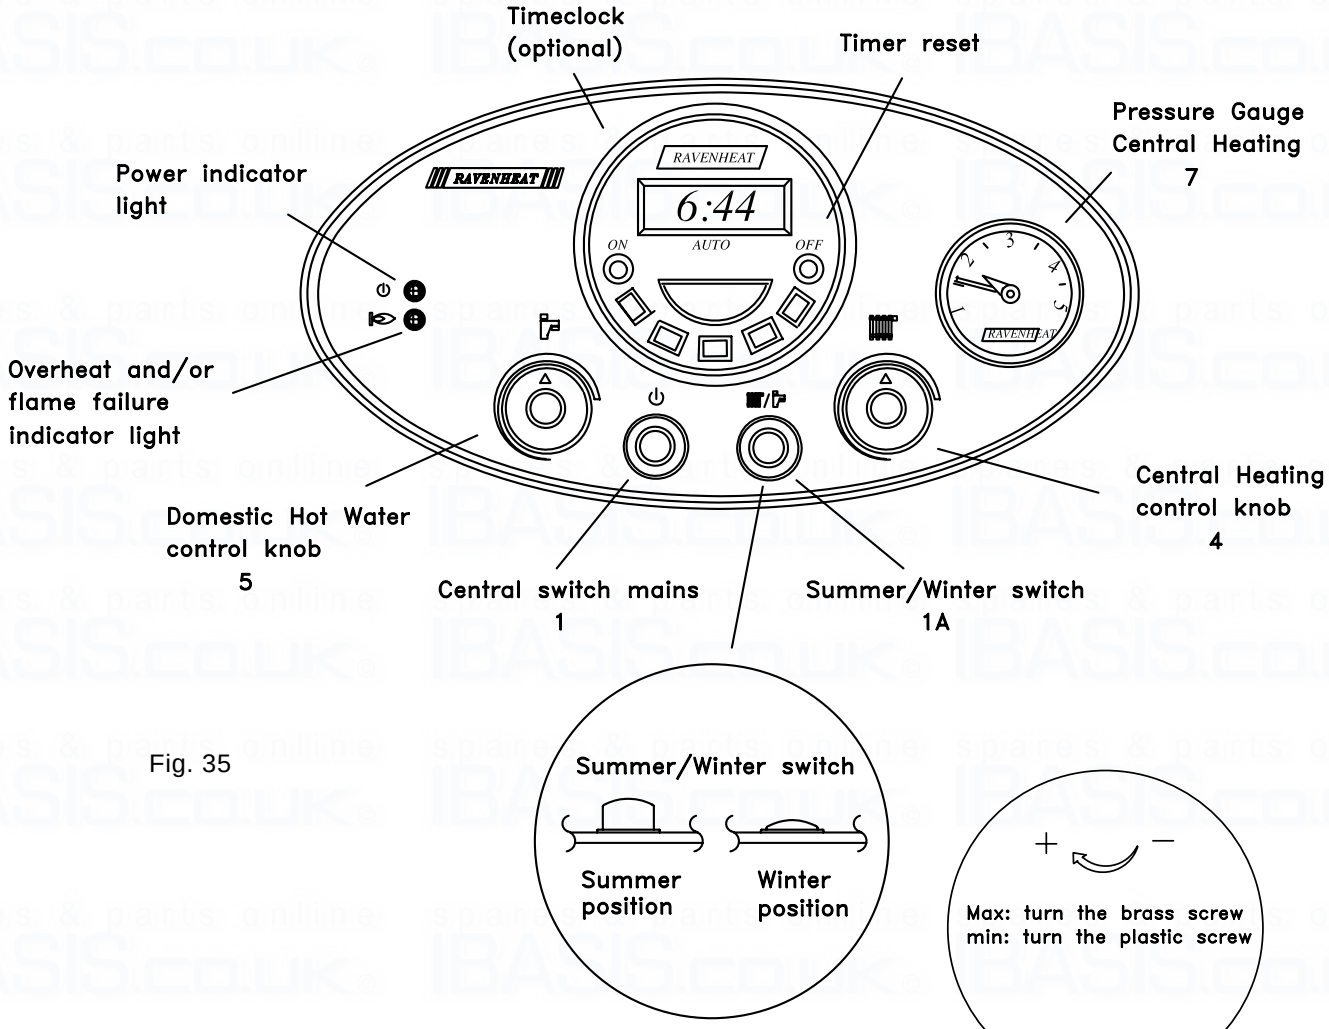

Fig. 35
- Turn main switch (fig. 35 item 1A) to winter.
- Turn off main switch 1 (fig. 35)
- Select summer/winter switch in winter position (Fig. 35).
- Turn CH control knob to maximum setting (fig. 35 item 4).
6.14.1 Put the appliance in operation with the (summer/winter) switch in summer position (Fig. 35).
- Open a domestic hot water tap (preferably the bath tap). Ensure cold water inlet stopcock is open and the D.H.W. control knob is set at maximum (Fig. 35 item 5).
- Select summer/winter switch on summer position (Fig. 35).
- Rotate the D.H.W. control knob to ensure it operates at its various setting (Fig. 35).
- Explain the function and the use of the summer/Winter and mains switch (Fig. 35).